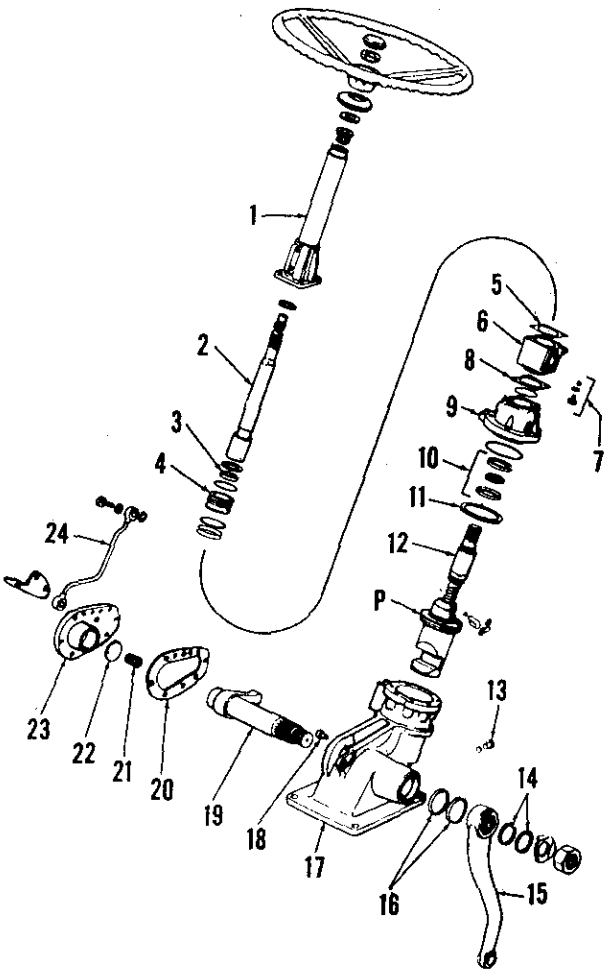
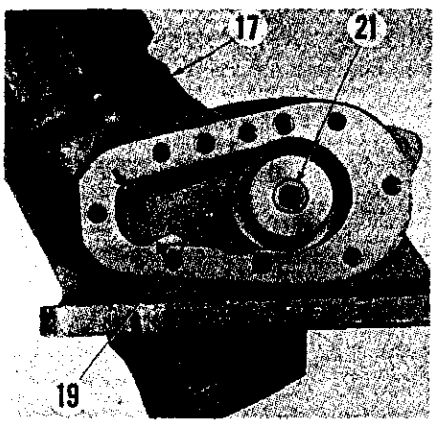

Fig. 27–Exploded view of late power assist steering gear.
Fig. 28–Rocker shaft can be withdrawn when arm is centered in housing opening as shown. Refer to Fig. 27 for parts identification.
34. Late power steering models use the integral power assist unit shown schematically in Fig. 26 and exploded in Fig. 27. A piston is built into the shaft ball nut and a cylinder machined into the gearcase housing; and the entire case unit is pressurized by the steering oil. Control is by means of a rotary valve which is built into piston and ball nut unit (12) and is not available separately. The pressure passage to top of piston (P) is internal while lower end is pressurized by external flow through pressure tube (24). The piston and ball nut moves **upward** for a right-hand turn. Manual operation of steering gear is made possible by a check ball (7) located in valve housing which recirculates oil within gear housing when pump is inoperative.
Fig. 26–Schematic view of late power steering gear unit used on some models. Steering cylinder is built on ball nut and gear unit is pressurized. Refer to Fig. 27 for exploded view.
36. **OVERHAUL.** Before disassembling the removed steering gear, temporarily reinstall steering wheel and disconnect external oil feed pipe (24—Fig. 27). Turn steering wheel from lock to lock several times until as much fluid as possible is pumped from housing.
Remove steering arm (15) using Special Tool 1001 or other suitable puller. Remove side cover (23), gasket (20), and rocker shaft end float shim (22). Turn steering shaft until rocker shaft arm is centered in housing opening as shown in Fig. 28, then withdraw rocker shaft.
Remove the four stud nuts securing steering column (1—Fig. 27) and lift off the column and shaft (2). Remove and save shim pack (5). Install the oil seal protecter sleeve (Tool SW 23/1) over steering shaft spline as shown in Fig. 29, gently tap valve housing (6) away from bearing housing (9) and lift off valve housing, saving bearing adjustment shims (8) as valve housing is removed.
Remove cap screws retaining bearing housing (9—Fig. 27); then, turning splined end of steering shaft counter-clockwise, force bearing housing (9) and bearing (10) up and out of ball nut and main gear housing. Shaft bearing (10) contains fifteen 5/16-inch diameter loose steel balls which are free to fall as the parts are removed. Bearing balls are interchangeable with the 28 steel balls used in steering nut (N—Fig. 30).
Assemble the steering gear as follows: Install piston rings (11—Fig. 30), if removed, and rotate rings until end gaps are 180° apart. Align groove (G) with locating pin (13) and carefully install piston using a suitable ring compressor. Position ball nut assembly so that rocker shaft arm slot is aligned with main housing side opening (Fig. 28) and install rocker shaft with spring (21) removed. Temporarily install main housing side cover (23—Fig. 27), using a new gasket (20) but omitting end float shim (22) at this time. Install and tighten side cover retaining cap screws (35-45 Ft.-Lbs.); then using a dial indicator, measure and record rocker shaft end float. Remove side cover then reassemble, installing spring (21) and an end float shim (22) which most nearly equals measured end float minus 0.008. Shims (22) are available in thicknesses of 0.050,
Install bearing housing (9—Fig. 27) and tighten retaining cap screws to a torque of 15-20 Ft.-Lbs. Slide lower race of bearing (10) into bearing housing bore, grooved side up, then install the 15 steel balls in bearing groove using clean grease.
Position Oil Seal Protecter Sleeve (SW 23/1) over shaft splines as shown in Fig. 33; then, omitting bearing adjusting shim pack (8—Fig. 27), install control valve housing. Tap housing lightly into place until it bottoms and, using a feeler gage, measure the clearance between bearing housing and valve housing as shown in Fig. 33. Install a shim pack (8—Fig. 27) equal to the measured clearance minus 0.003. Shims (8) are available in thicknesses of 0.004, 0.005, 0.010 and 0.025. Shim pack must be accurate to within 0.0015. Shim pack (8) controls preload of worm gear bearing (10).
With bearing pre-load correctly adjusted, assemble and install steering column, upper steering shaft and bearing washer. Omit shim pack (5) on trial assembly. Make sure steering column is bottomed on steering shaft splines; then measure clearance between steering column flange and valve housing as shown in Fig. 34. Install shim pack (5—Fig 27) equal to the measured clearance PLUS 0.005. Shim (5) is available in 0.005 thickness only. Tighten steering column stud nuts to a torque of 25-30 Ft.-Lbs. Complete the assembly by reversing the disassembly procedure. Tighten external feed line banjo bolts to 25-30 Ft.-Lbs., steering arm nut to 200-250 Ft.-Lbs. and steering wheel nut to 80-100 Ft.-Lbs. Install steering gear unit as outlined in paragraph 35.